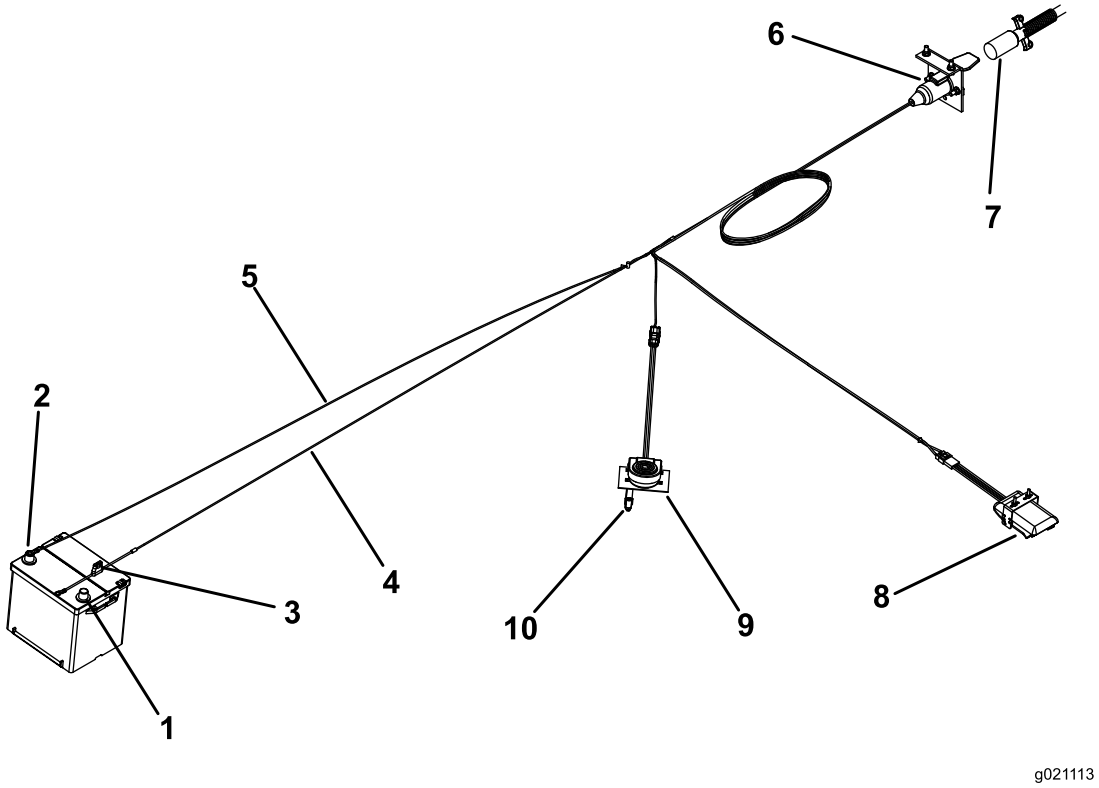

**Rysunek 11**
5. Zamocuj sterownik hamulca do deski rozdzielczej lub zderzaka traktora za pomocą (2) śrub nr 10 x 7/8 cala i nakrętek nr 10.
7. Podłącz wiązkę przewodów do elementów (Rysunek 11) zgodnie z następującą procedurą: